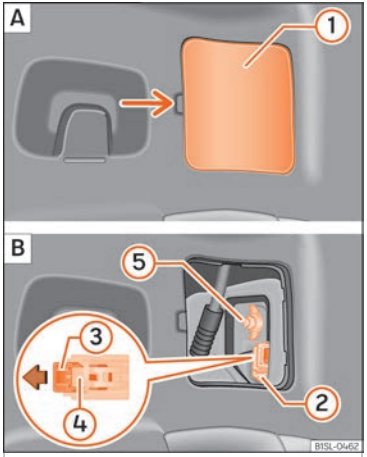

Fig. 89 On the side of the luggage compartment: A: remove the cover, B: remove the tail lights.
2.	Carefully remove the cover (1) towards the lever ››› Fig. 89 **A**.
3.	Pull from the lock (3) in the connector (2) in the direction of the arrow ››› Fig. 89 **B**. Use the screwdriver from the on-board tools.
4.	Press position (4) and remove the connector (2) ››› Fig. 89 **B**.
5. Unscrew the wing nut (5) ››› Fig. 89 **B**.
12. Support the tail light with one hand in the assembly position and securely screw the wing nut with the other (5) ››› Fig. 89 **B**.
14. Insert the connector (2) into the bulb holder and press the lock (3) on the connector in the opposite direction to the arrow ››› Fig. 89 **B**.